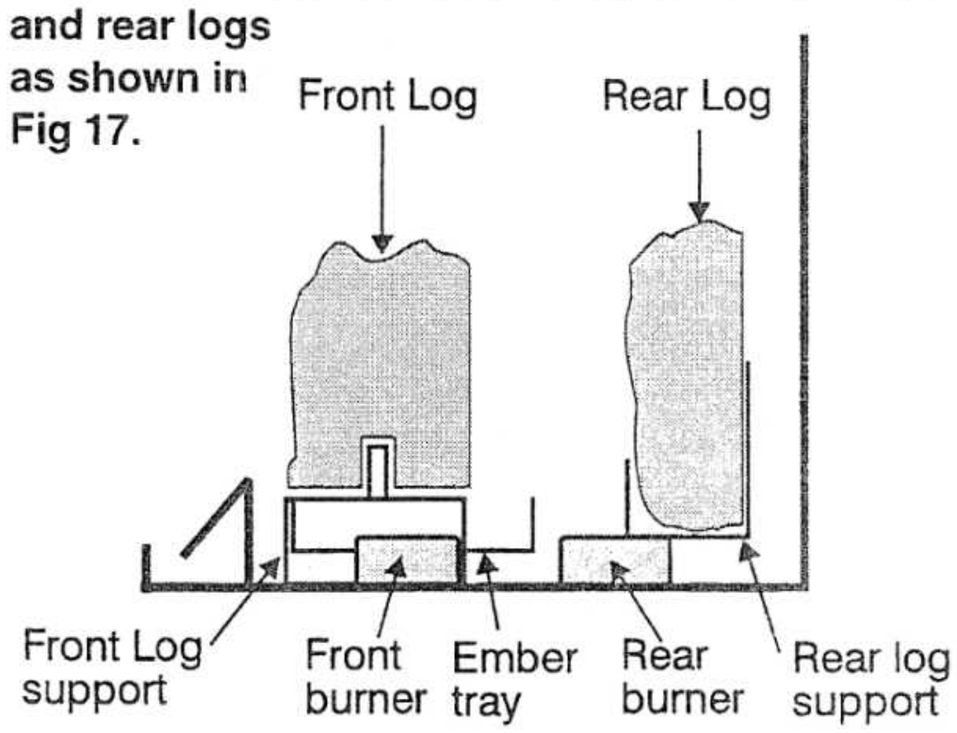

Fig.15: Side View
5) Carefully place the rear log (with **no** cutouts) so it rests on the rear supports (with the flat part of the log to the back) and then push the log flush against the back. Center the log, relative to the rear burner. The knot in the log should sit just to the right of center. See Fig. 15 & 16.
6) Place the front log (with the cutouts) on the two front log supports, the log must be even with the front edge of the supports. See Fig.15 & 16.